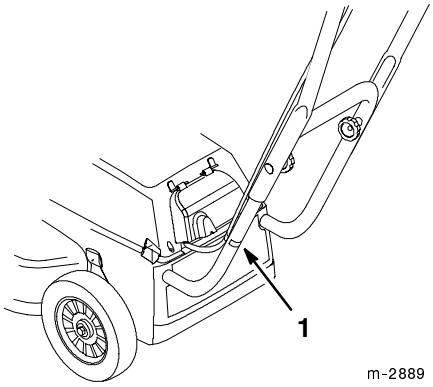

Abbildung 5
8. Wenn sich die Griffstangen in der oberen Position befinden, das Kabel mit einer Klammer an der linken Seite des unteren Griffstangenrohrs befestigen (Abb. 5).